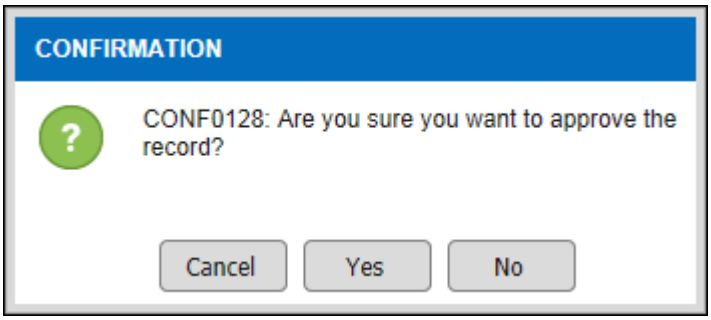

Figure 3.5-7 Save Record Alert Message
- *If click* No *button, record will not be approve and will not be proceed to approval process as shown in Figure 3.5-7.*